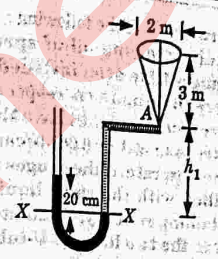

Fig. 1.
f. **Fig. 1 shows a conical vessel having its outlet at *A* to which a *U*-tube manometer is connected. The reading of the manometer given in the Fig. 1 shows when the vessel is empty. Find the reading of the manometer when vessel is completely filled with water.**